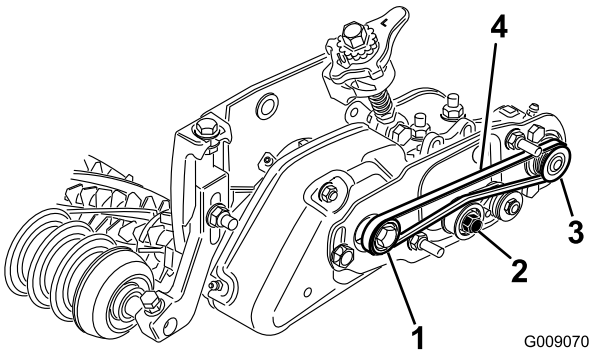

Figure 32
- Passez la courroie autour de la poulie **menée** puis sur le dessus de la poulie de tension (Figure 32).
- Commencez à installer la courroie sur la poulie **d'entraînement** (Figure 32).